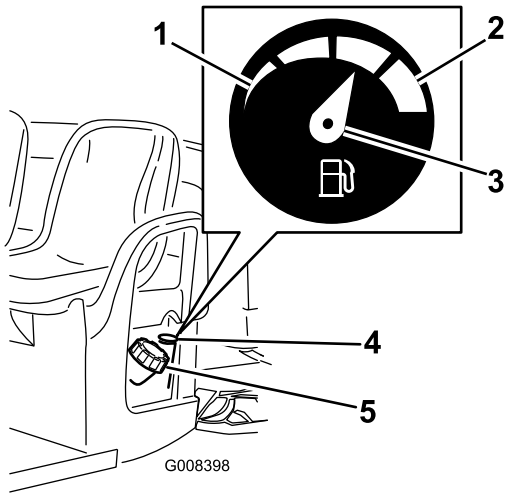

Figura 21
2. Pulite intorno al tappo del serbatoio del carburante (Figura 21).